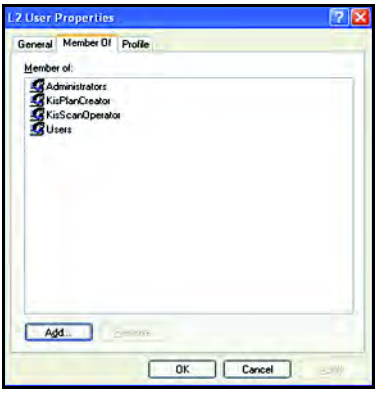

Рис. 119: Закладка членства
8. Для изменения принадлежности к группе щелкните закладку Member Of (Член...) (см. *Рис. 119* ниже). Щелкните кнопку Add (Добавить), чтобы добавить пользователя в группу.